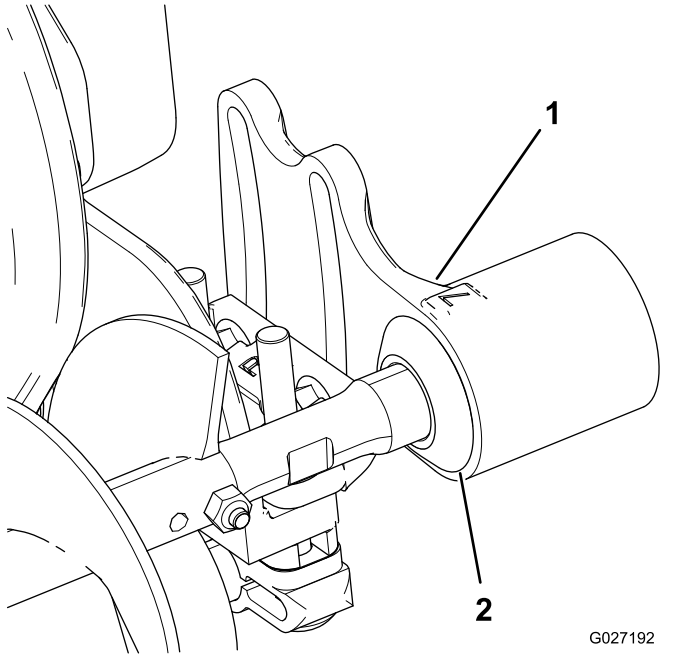

图 11
1. 向外滑动每个防尘圈直到唇形密封圈与每个轴承座轻轻接触 图 11。